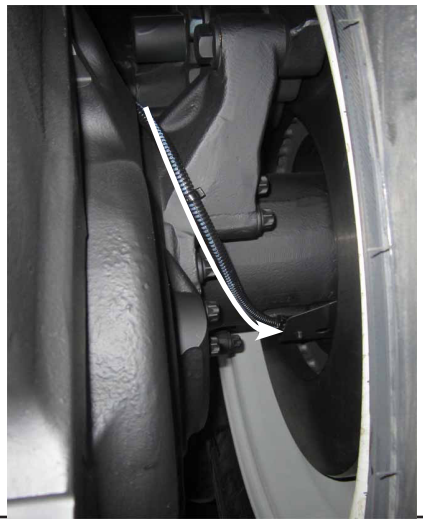

Figure 19 - ABS sensor Electrical Harness Positioning of Tie Wraps
2.23. Mark the electrical harness at the position indicated in Figure 19.
2.24. Mark the Brake hose at the position indicated in Figure 19.
2.25. Affix the electrical harness to the brake hose with a tie-wrap at the tie point indicated in Figure 19. If required, affix with other tie wraps.